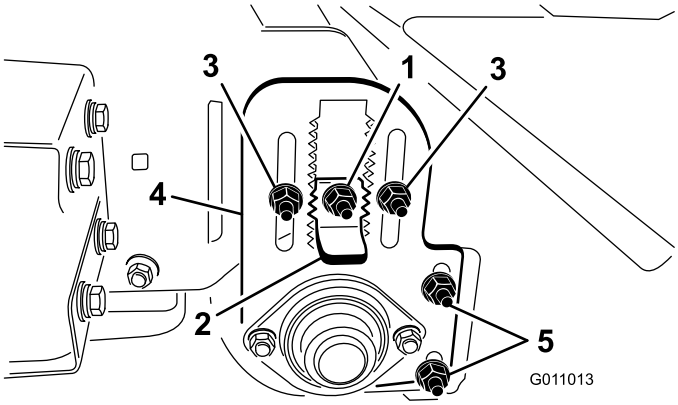

Figur 20
3. Løsne låsemutteren på høydejusteringslåsen (Figur 20) så den kan trekkes ut med ca. 13 mm.
4. Løsne låsemutteren for valsehøydejusteringen (Figur 20).
5. Trekk ut høydejusteringslåsen og flytt den bakre valsen opp eller ned ved å skyve justeringsplaten for valsehøyden til ønsket høyde (Figur 20).
Kontroller og påse at valseskrapen (Figur 20) er justert med 2 mm klaring mellom skrapen og valsen. Løsne valseskrapens justeringsmuttere, plasser valsen som ønsket og stram mutterne.